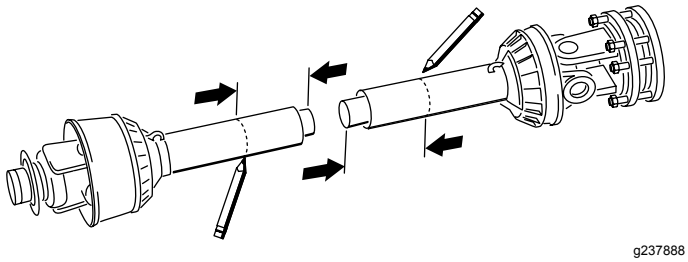
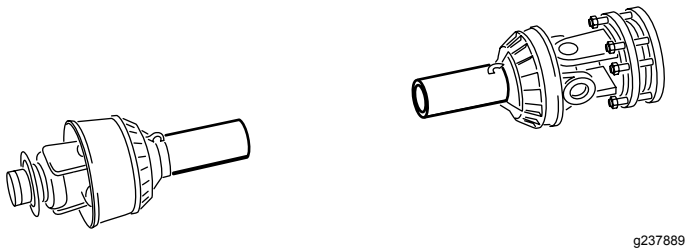

Rysunek 18
Rysunek 19
13. Używając wymiarów ustalonych w kroku 8, zlokalizuj, zaznacz i odetnij osłonę z rurą z każdej połówki wału PTO (Rysunek 18 i Rysunek 19).